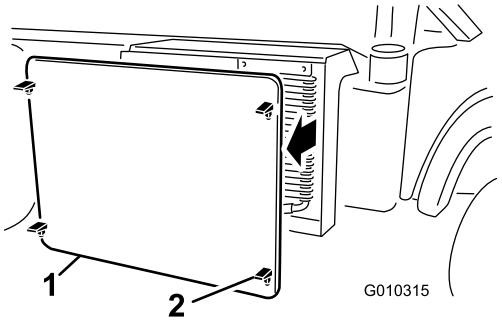

Figura 62
2. Desengate e retire o filtro do radiador da frente do radiador (Figura 62).